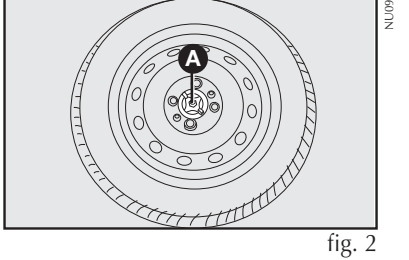

fig. 2
- Desatarraxar o dispositivo de bloqueio **A-fig. 2**, tirar a roda sobressalente.